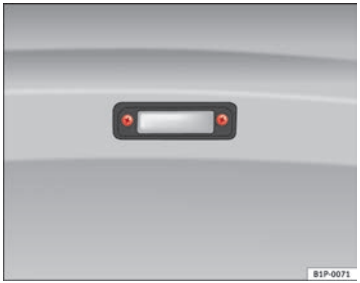

Abb. 225 Kennzeichenbeleuchtung
– Drehen Sie zum Abnehmen des Lampenglases die Schrauben heraus ⇒ Abb. 225.